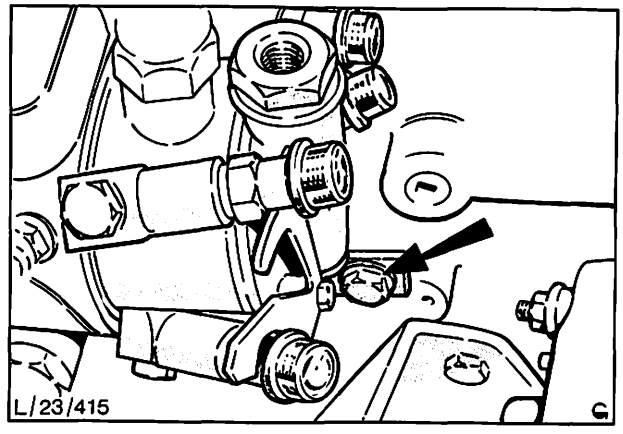

Abb. 38 Pumpenbefestigungsschraube (hinteres Ende)
12. Einzelschraube entfernen, die das hintere Pumpende am Motorblock festhält (Abb. 38).